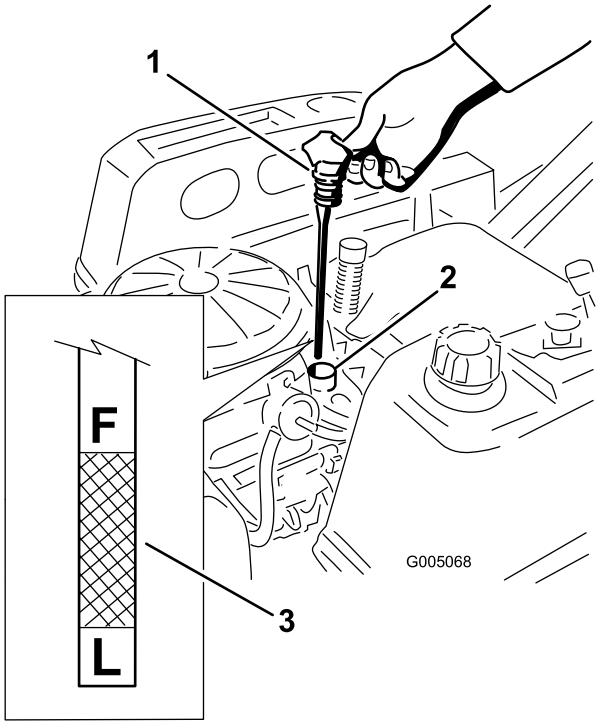
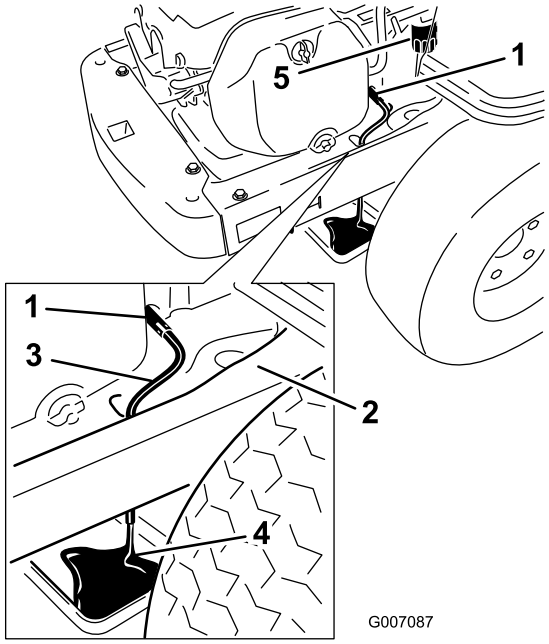

Figure 32
Figure 34
4. Pull and remove the oil fill cap/dipstick; wipe oil off. Reinsert the dipstick and push firmly into place (Figure 32).
5. Remove the dipstick and check the oil level. (Figure 32).
6. Place a pan underneath machine directly below the drain hose as shown in Figure 34.
7. Turn the drain valve 1/4 counter clockwise to open and allow the oil to drain (Figure 34). Remove the oil fill cap/dipstick (Figure 32).
9. Remove the old filter and wipe off the mounting pad (Figure 34).
10. When oil has drained completely, close the oil drain valve. Remove the oil drain hose and wipe up any excess oil on the frame (Figure 34).
14. Slowly pour approximately 80% of the specified oil into the filler tube (Figure 32).
15. Install the oil fill cap/dipstick and push firmly into place (Figure 32).
16. Check the oil level (Figure 32); refer to Checking the Oil Level.
18. Install the oil fill cap/dipstick and push firmly into place (Figure 32).